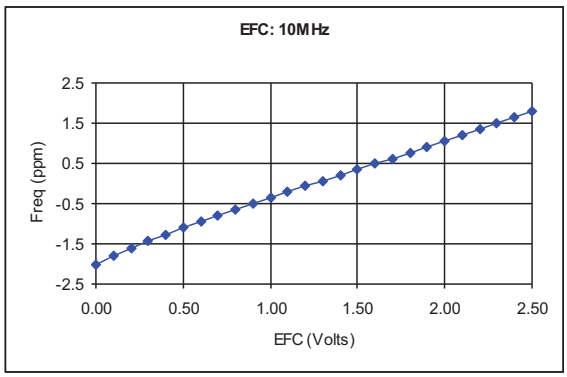

Figure 6
b. Electronic Frequency Control (EFC): This option offers frequency adjustment with input voltage at pin #1. The EFC is positive and monotonic as shown in Figure 6. This option will allow the end user to adjust the output frequency closer to the nominal frequency or to correct for long term aging. A low noise internal voltage reference (Vref) is offered with this option for biasing a voltage divider resistor network or DAC to control the EFC input. Using a noisy voltage reference to control the EFC input can degrade phase noise or ADEV performance.